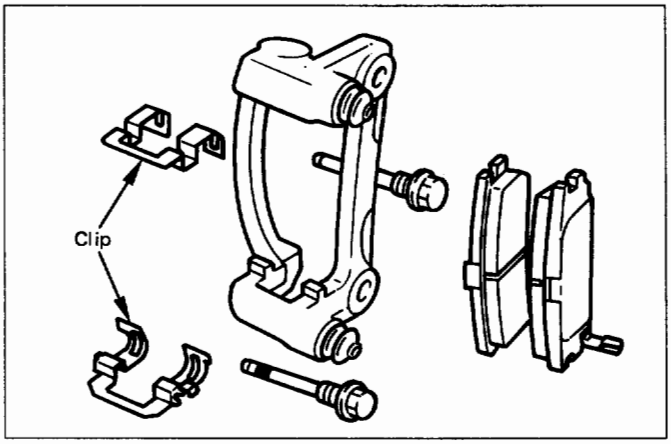

Fig. 5A2-31
5. **Clip (Fig. 5A2-31)**
4. **Pad assembly with shim (Fig. 5A2-32, 33)**